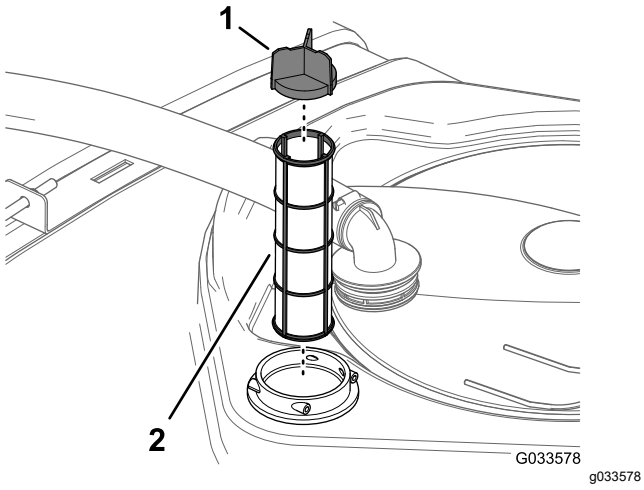

Figura 108
4. Retire el filtro de aspiración usado del alojamiento del filtro del depósito (Figura 108).